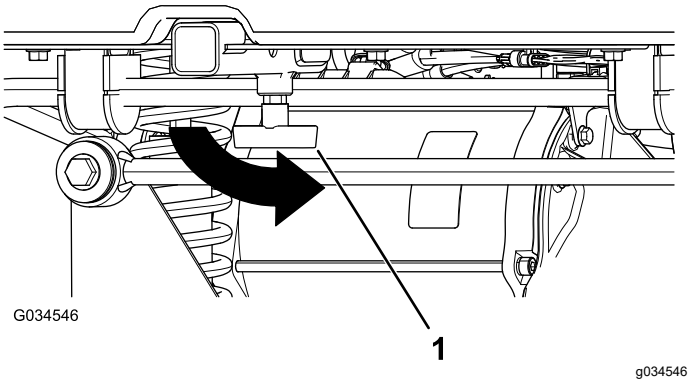

Figuur 16
4. Zet de T-hendel vast door deze linksom te draaien (Figuur 16).